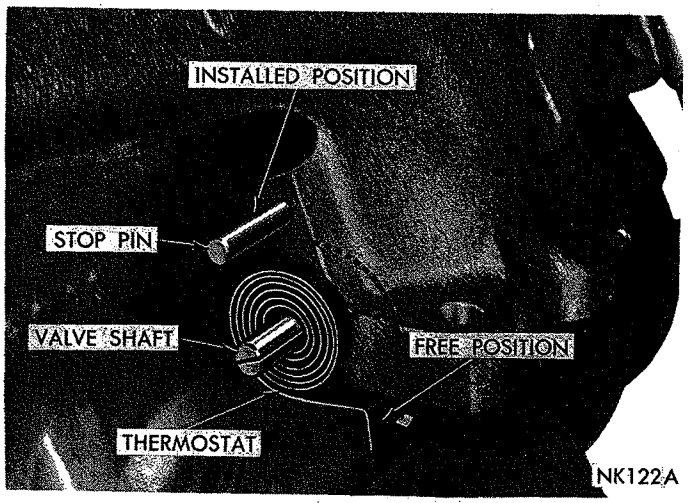
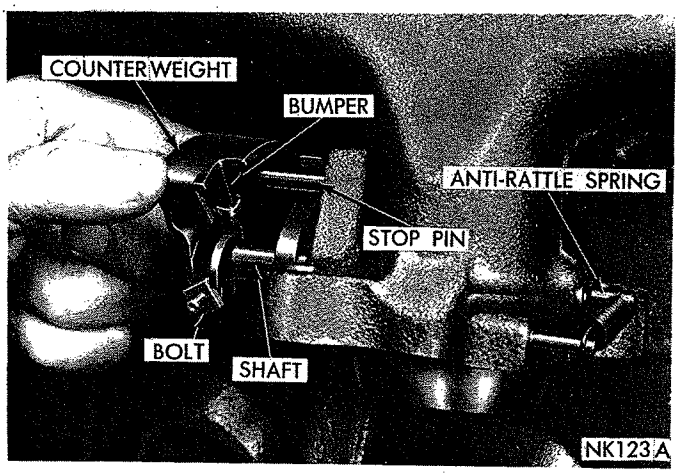

*Fig. 22—Installing Thermostat (273 Cu. In. Engine)*
*Fig. 23—Installing Counterweight (273 Cu. In. Engine)*
(1) Turn shaft to extreme **counterclockwise** position.
(2) Install a new thermostat in shaft slot (Fig. 22) and position with the outer end in the lower right hand position.
(3) Wrap outer end of thermostat **counterclockwise** and engage under stop pin.
(4) Place counterweight on shaft with shield in **downward** position and insert lock in shaft slot (Fig. 23).
(5) Center counterweight on shaft and turn **clockwise** until bumper passes stop pin (Fig. 23).
(6) Press counterweight on shaft until seated. Tighten clamp bolt 50 inch-pounds with C-3380 Torque Wrench.